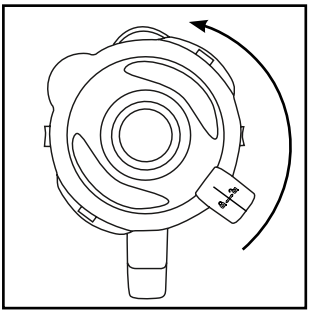
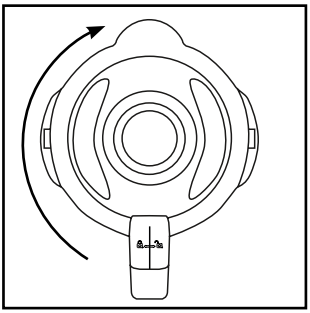

Rys. 1
Rys. 2
1) Nakręć przystawkę miksującą ❸ obracając ją w lewo, aż strzałka ▼ pod uchwytem przystawki miksującej znajdzie się nad pozycją 🔓. Zdejmij przystawkę miksującą ❸ prosto z bloku silnika ❻.
2) Zdemontuj pokrywkę ❷, obracając ją na tyle w lewo w kierunku pozycji 🔓 (patrz rys. 1), aż będzie można ją zdjąć do góry.
3) Napełnij przystawkę miksującą ❸.
4) Wciśnij z przesunięciem pokrywkę ❷ ponownie na przystawkę miksującą ❸. Zamknij pokrywkę ❷, obracając ją w prawo w pozycję 🔒, aż się zatrzaśnie w słyszalny sposób (patrz rys. 2). Upewnij się, że dziobek do wylewania przystawki miksującej ❸ jest zamknięty. Silnik uruchomi się tylko wtedy, gdy pokrywka ❷ jest dokładnie założona.